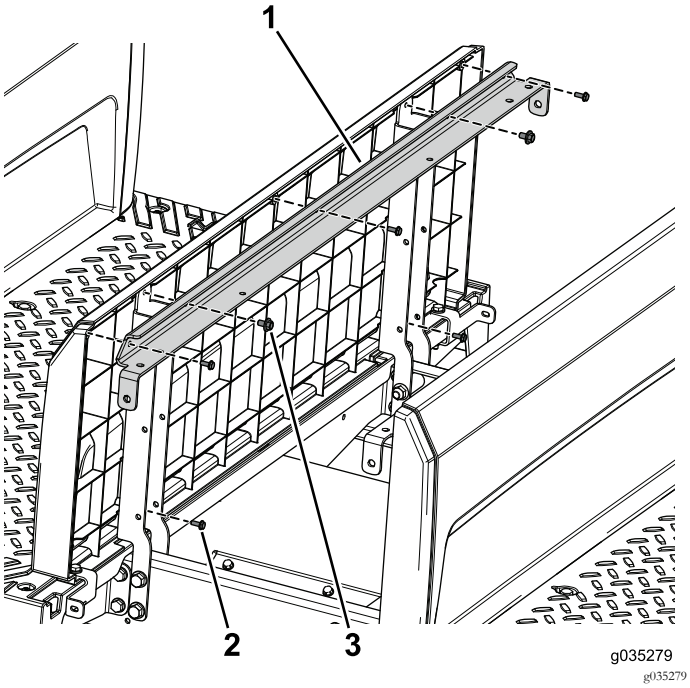

Figura 93
3. Utilizzate i 2 bulloni con i gruppi delle rondelle (¼" x ½") per fissare la staffa di supporto angolare e il pannello della base del sedile ai supporti del sedile sinistro e destro (Figura 93).
4. Utilizzate le 5 viti (n. 10 x ½") per fissare il pannello posteriore alla staffa di supporto angolare e ai supporti del sedile (Figura 93).